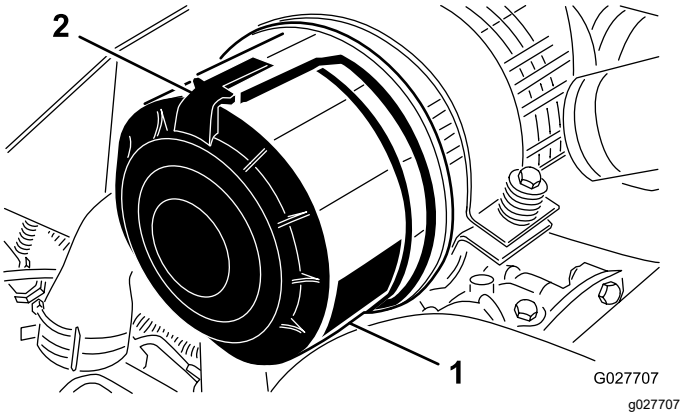

**Figur 57**
1. Utløs låsene som fester luftrenserdekslet til luftrenserhuset (Figur 57).